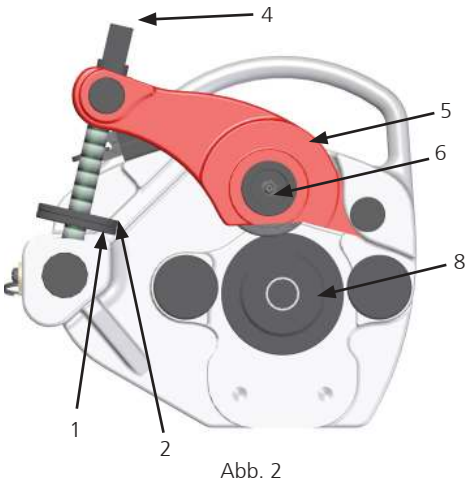

Abb. 2
- Drehen Sie die Sicherungsmutter (siehe Abb. 2, Nr. 2) und die Stellmutter (siehe Abb. 2, Nr. 1) gegen den Uhrzeigersinn.
- Drehen Sie die Zustellschraube (siehe Abb. 2, Nr. 4) gegen den Uhrzeigersinn, um die obere Rolle von der Druckspindel zu heben (siehe Abb. 2, Nr. 5).